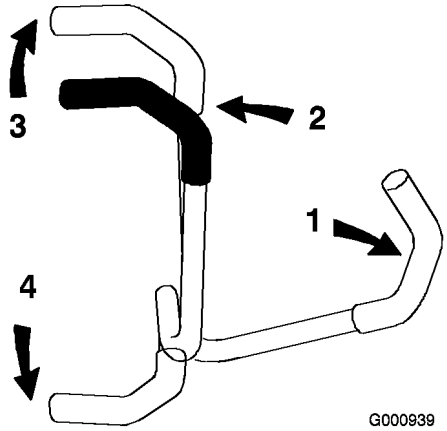

Figur 16
3. Kør fremad ved langsomt at skubbe bevægelseshåndtagene fremad (Figur 16).
Kør lige ud ved at påføre begge bevægelseshåndtag samme tryk (Figur 16).
Drej ved at flytte bevægelseshåndtaget mod neutral i den retning, du ønsker at dreje (Figur 16).
2. Bak ved langsomt at trække bevægelseshåndtagene bagud (Figur 16).
Drej ved at udløse trykket på bevægelseshåndtaget i den retning, du ønsker at dreje (Figur 16).